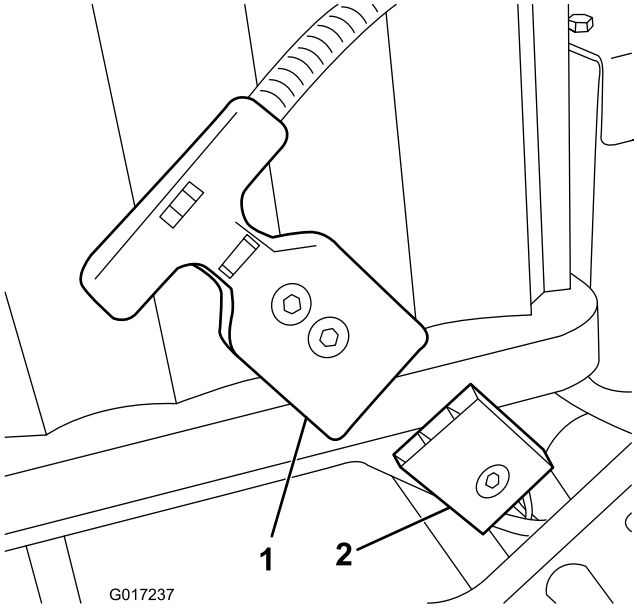

Figura 14
6. Ligue o conector da pega em T eFlex ao conector da bateria (Figura 14)